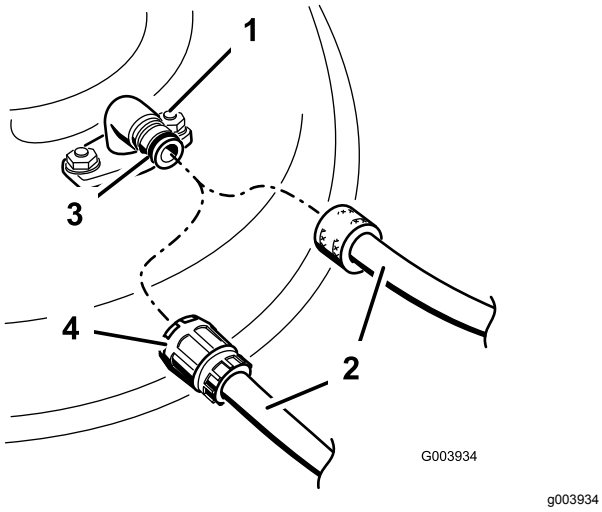

Figur 71
3. Anslut slangkopplingen till klipparens tvättkoppling och vrid på vattnet ordentligt (Figur 71).